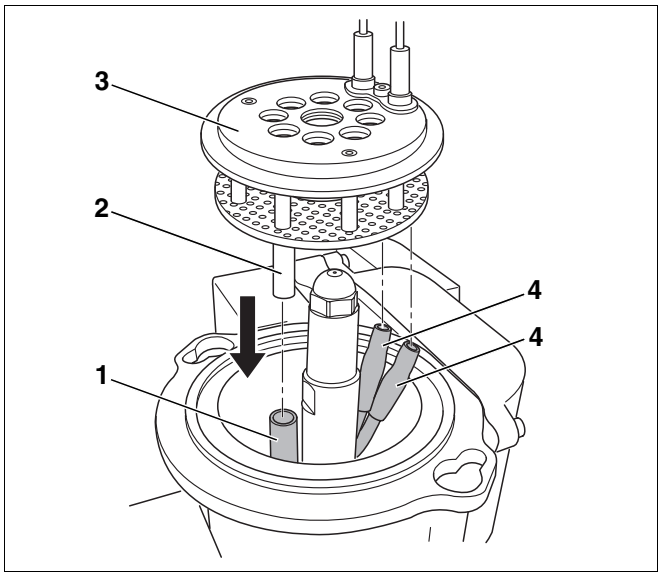

Rys. 36 Montaż systemu mieszającego
- Ponownie wmontować system mieszający (rys. 36, **poz. 3**).
- Prawidłowo zamocować przewody zapłonowe (rys. 36, **poz. 4**).
- Wsunąć rurkę optyczną (rys. 36, **poz. 2**) do tulejki prowadzącej (rys. 36, **poz. 1**).